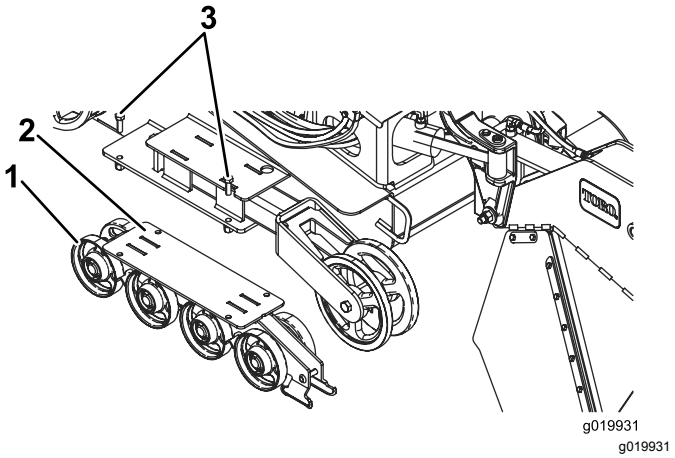

Figur 50
4. Ta bort de fyra skruvarna som fäster respektive nedre larvbandsstyrning som innehåller väghjulen, och ta bort hjulen (Figur 50).